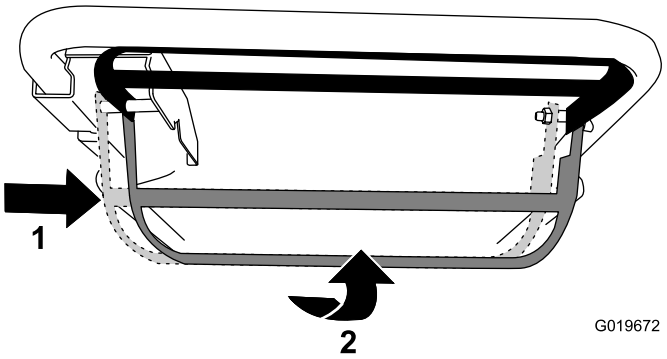

Rysunek 16
- **Aby korzystać z napędu trybu samobieżnego z włączeniem ostrza:** Przesuń dźwignię sterowania maksymalnie w prawo i unieś ją do uchwytu (Rysunek 16).